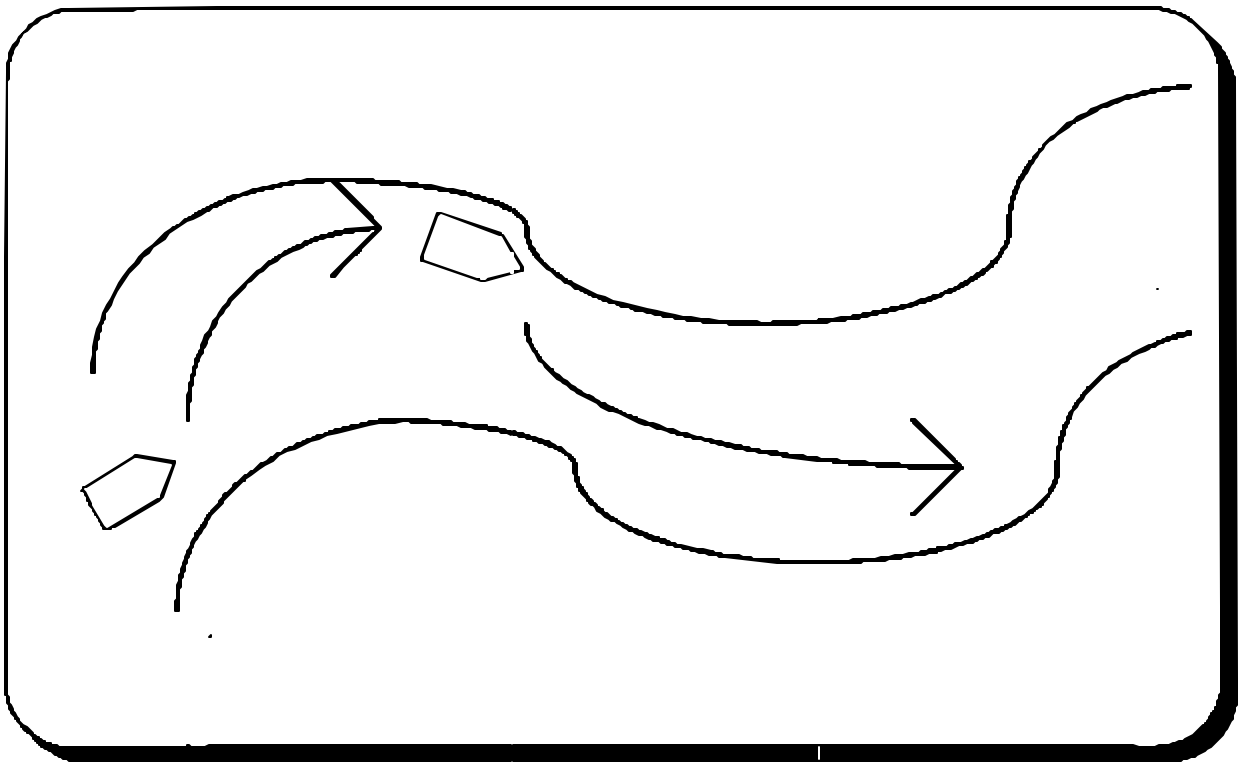

Figure 4
1) Successive Bounds - the overwatch element covers the bounding element to provide for maximum security. The bounding element proceeds an appropriate distance and stops to provide security for the overwatch element which then transits forward to the vicinity of the bounding element. The bounding element then proceeds forward under the cover of the overwatch element. This process is repeated until another movement technique is used or the destination is reached (see figure 4).